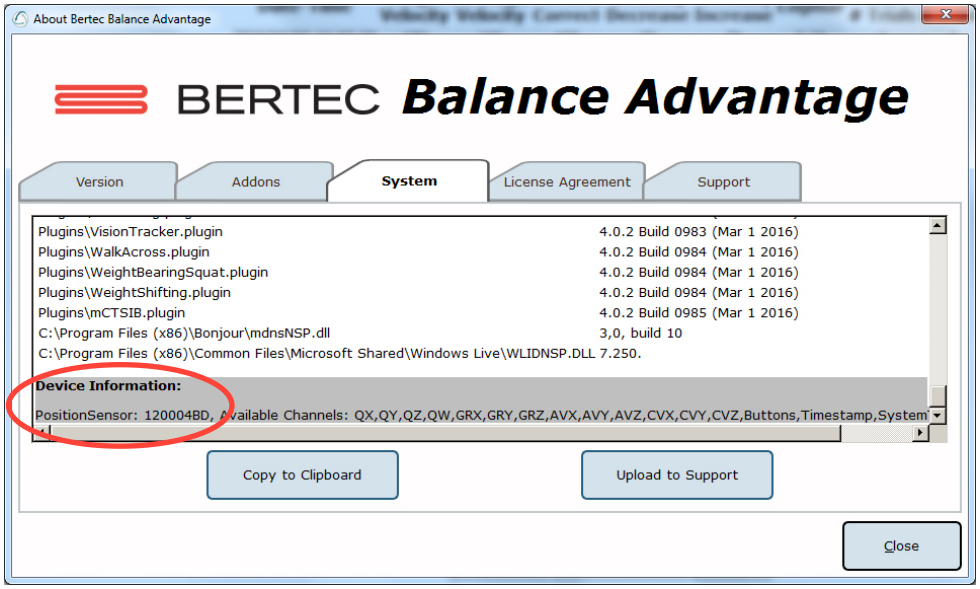

Abbildung 24. Überprüfen der Headtracker-Verbindung
d. Klicken Sie auf die Registerkarte „System“ darüber und scrollen Sie ganz nach unten. Überprüfen Sie das Gerät. Aufgeführt sind Informationen, anhand derer Sie den Headtracker überprüfen können (Abbildung 24).